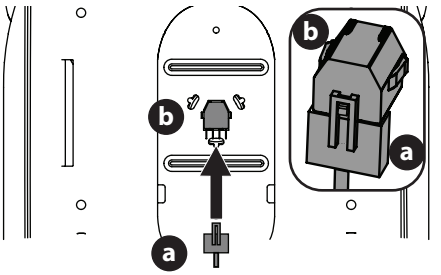

Fig. 7
3. Si nécessaire, connectez en toute sécurité le faisceau de fils du commutateur du siège (a) au commutateur du siège (b) (Fig. 7). Éloignez en toute sécurité l'excédent de fil des points de pincement avant de continuer.